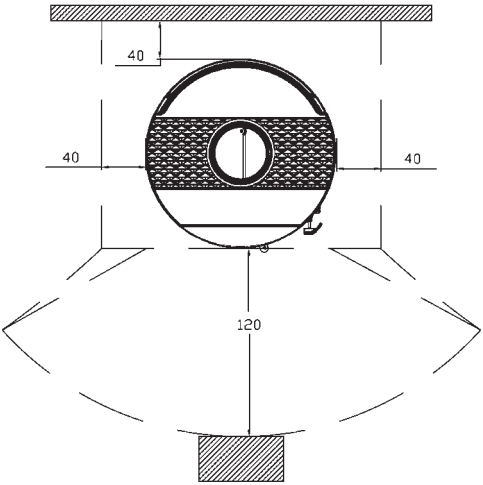

Bild 4A
a) um genügend Wärmeisolation zu sichern, sind die minimalen Sicherheitsentfernungen der hinteren und seitlichen Fläche von entflammbaren Gegenständen, d.h. von feueranfälligen Gegenständen (Möbel, Holzflächen, Stoffe usw.) zu beachten (siehe Bild 4A). Alle minimalen Sicherheitsentfernungen stehen auf dem Produkt und dürfen NICHT geändert werden.